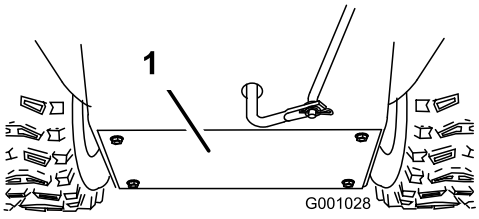

Figur 54
3. Ta bort den bakre kåpan (Figur 54).